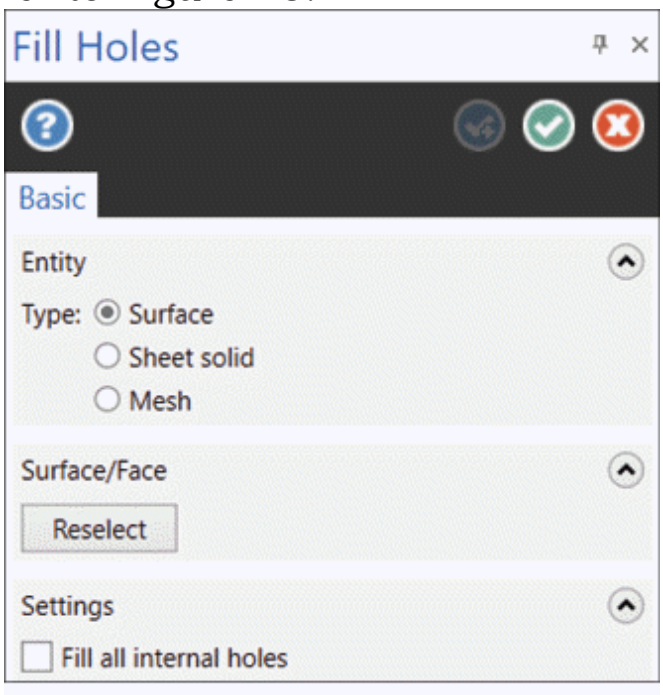

Figure-48. Fill Holes Manager
- Click on the **Fill Holes** tool from the **Modify** group in the **Surfaces** tab of the **Ribbon**. The **Fill Holes Manager** will be displayed; refer to Figure-48.